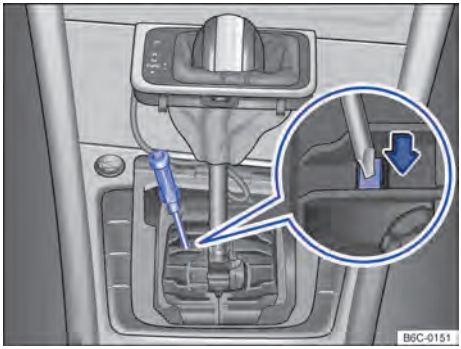

Fig. 98 Desinstalar a cobertura da alavanca seletora e destravar o bloqueio da alavanca seletora emergencialmente.
– Com o auxílio de uma chave de fenda pressionar cuidadosamente a alavanca de destravamento no sentido da seta e manter nessa posição → Fig. 98.